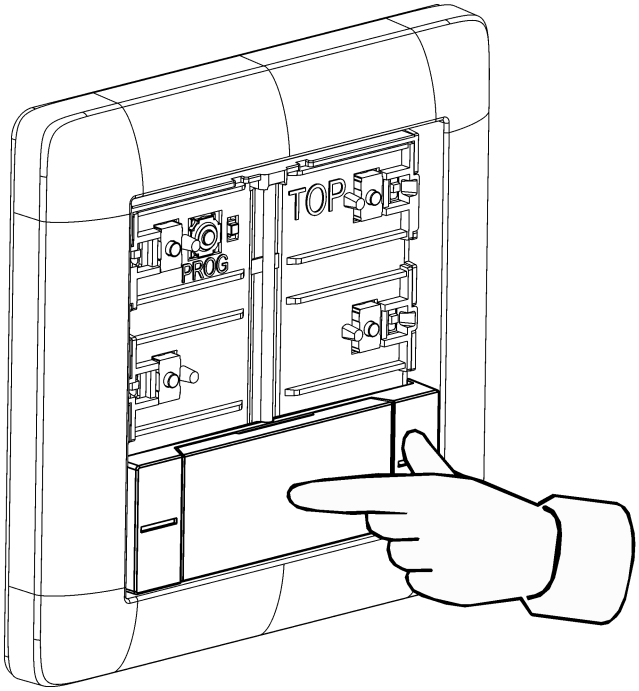

Figure 8: Press lightly in the middle of the rocker
- Press in the middle of the rocker (see figure 8).